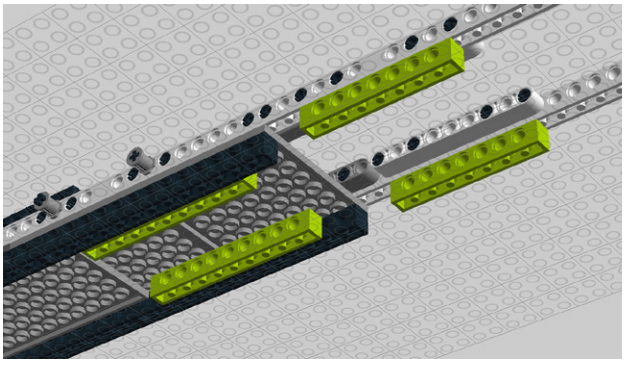

Figure 8-62. *Step 57: Reinforcing the bottom with four more Technic bricks*
57. Adding two each 10M and 8M Technic bricks to the underside (Figure 8-62).